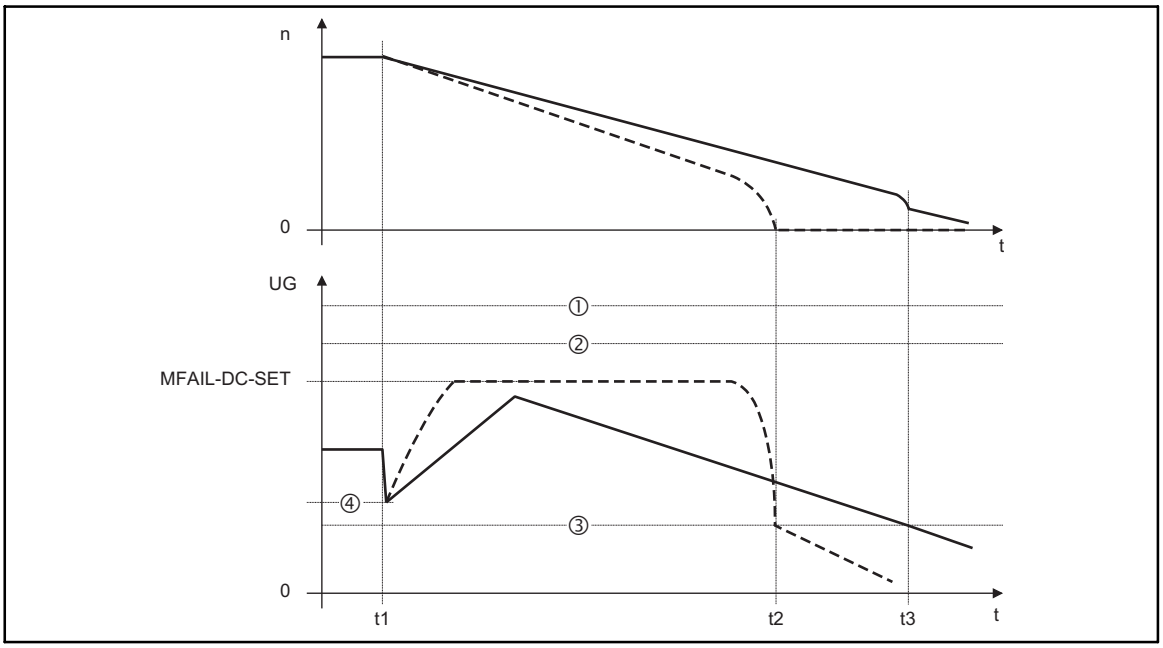

Abb. 2-98 Schematische Darstellung mit unterschiedlichen Bremsmomenten
3. Ein Verlängern der Ablaufzeit bzw. Verringern des Bremsmoments (siehe Abb. 2-98) ist nur bedingt möglich: